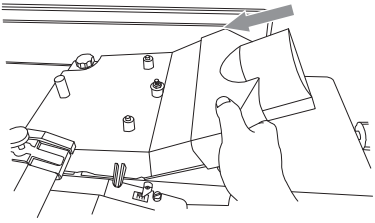

Fig. 27
> Deslize o adaptador do porto de extração (7) sobre o porto de extração. (Fig. 27)